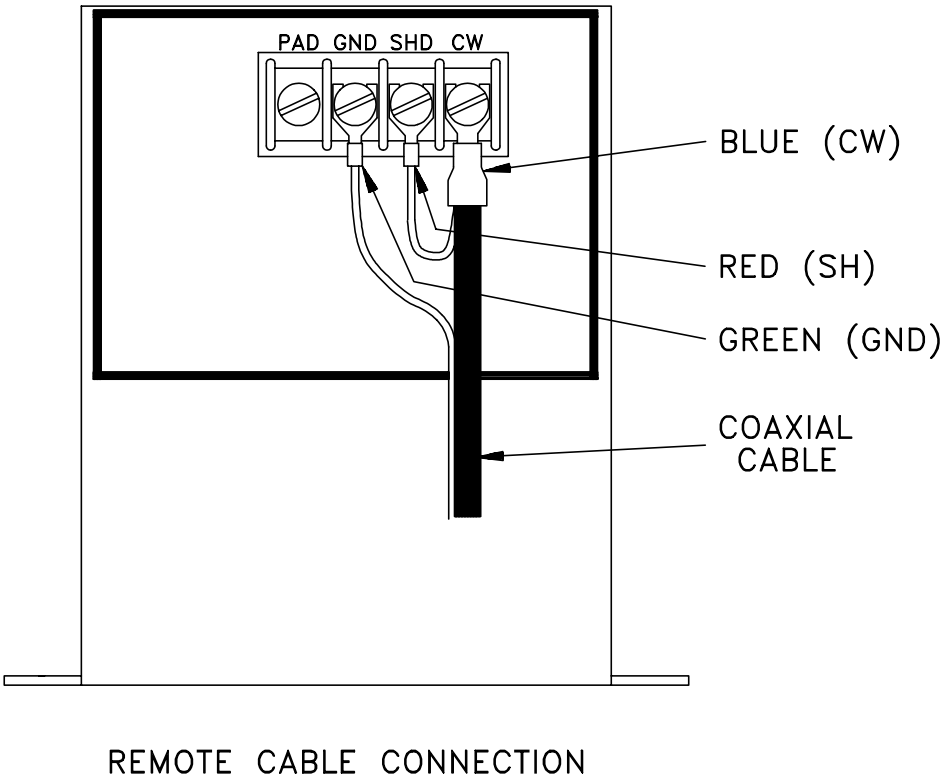

Figure 2-3
The cable from the sensing element is connected to the black, four terminal strip on the back of the instrument chassis. See Figure 2-3. The cable connections are center wire (CW), ground (gnd), and shield (SH).